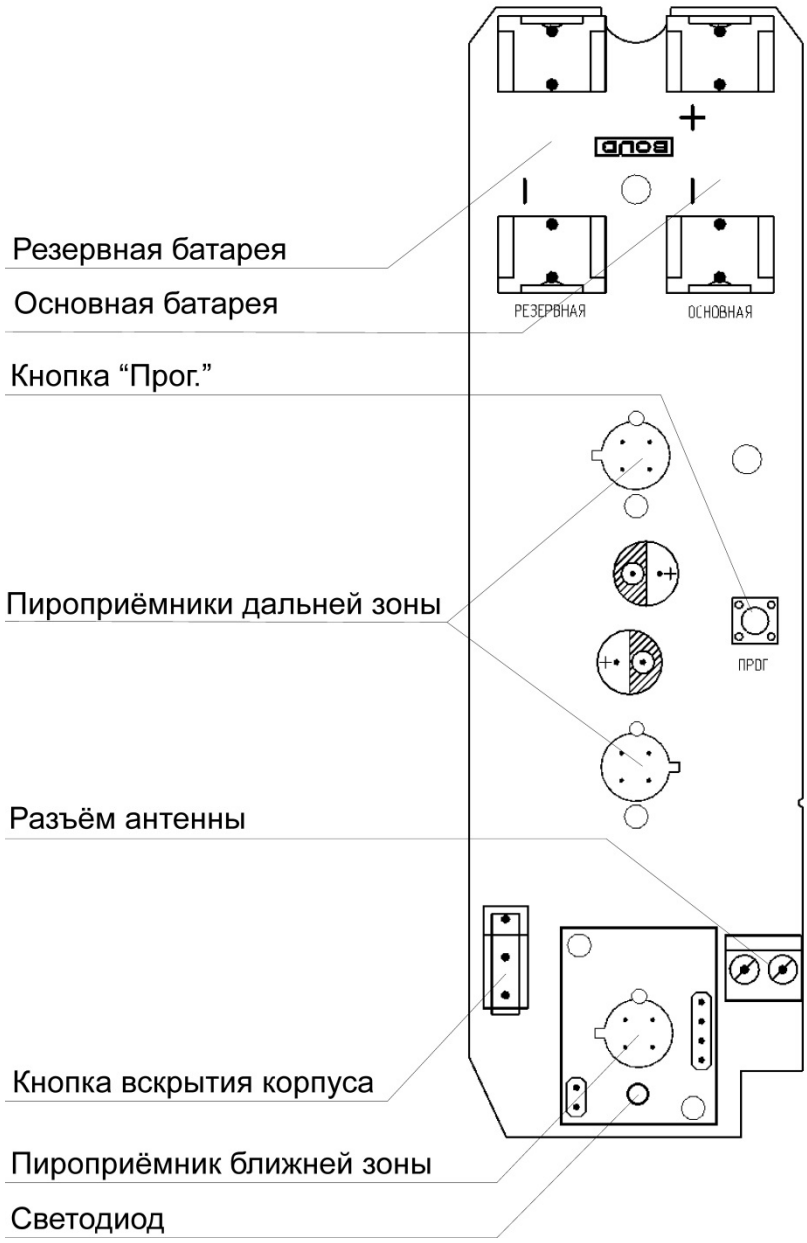

Рисунок 2.2 Расположение элементов на плате
На плате извещателя располагается элемент питания и органы управления прибором (см. Рисунок 2.2):
- Зажать кнопку «Прог.» на плате извещателя (см. Рисунок 2.2) на время более 3 секунд.